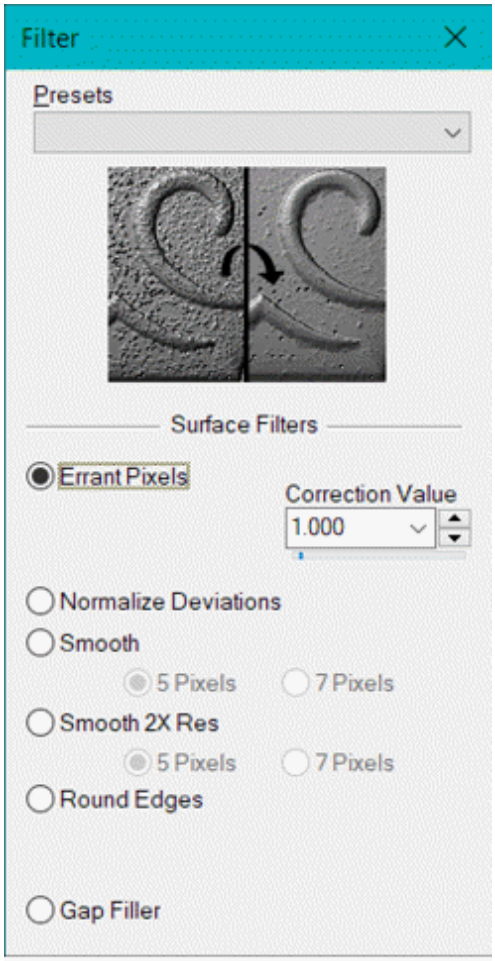

Figure-44. Filter dialog box
- Click on the **Filter** tool from the **Smooth** drop-down in the **Modify** panel of the **Art** tab in **Ribbon**. The **Filter** dialog box will be displayed; refer to Figure-44.